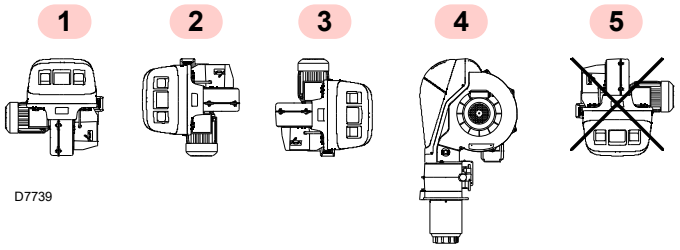

Fig. 8
- Le brûleur n'est prévu que pour fonctionner dans les positions **1, 2, 3** et **4** (Fig. 8).